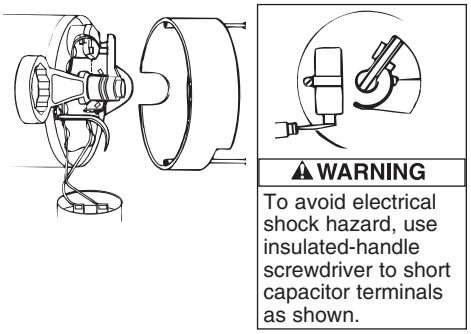

Figure 21 – Hold Shaft
2. If impeller must be replaced, loosen two machine screws and remove motor canopy (see Figure 21).
3. ⚠WARNING **Capacitor voltage may be hazardous.** To discharge capacitor, hold insulated handle screwdriver **BY THE HANDLE** and short capacitor terminals together (see Figure 21). Do not touch metal screwdriver blade or capacitor terminals. If in doubt, consult a qualified electrician.